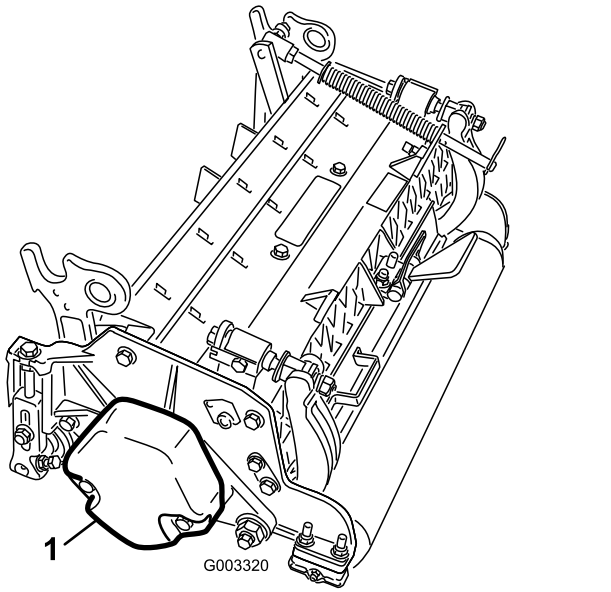

Figur 4
4. Kontroller at motvekten (Figur 4*) er installert i den korrekte enden av klippeenheten som beskrevet i klippeenhetens brukerhåndbok*.